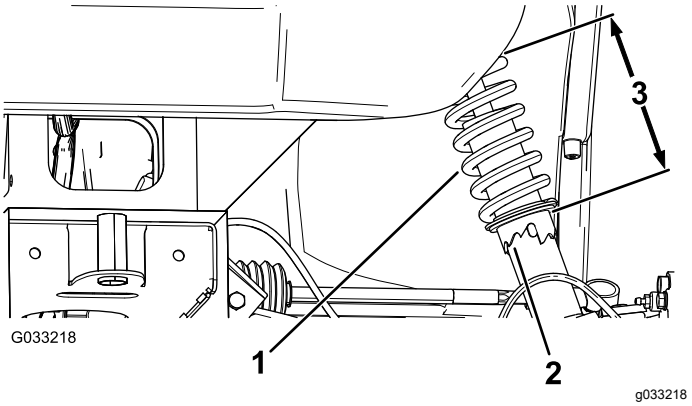

Figur 47
2. Hvis hjulets cambervinkling ikke er riktig, roteres kragen på støtdemperen med en skiftenøkkel til hjulet er justert (Figur 47).